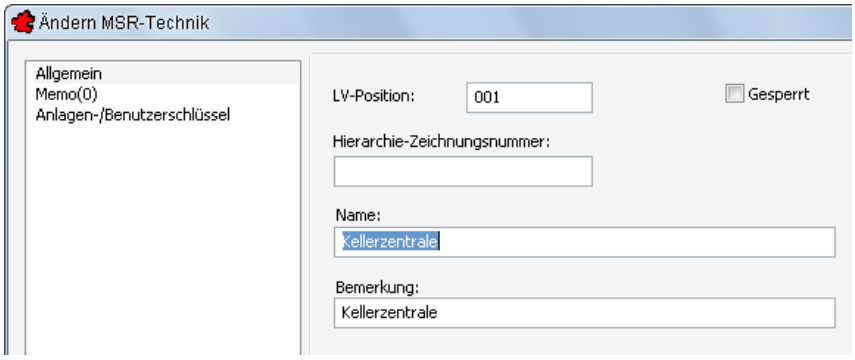

Bild 18.11 – Die Verwaltung der Ebene *ISP*, Rubrik *Allgemein*
- Hier tragen Sie den *Namen* des ersten ISP ein, **Kellerzentrale**. Gleiches führen Sie auch für die *Bemerkung* durch, die in der Funktionsliste als Text eingeblendet wird. Die *LV-Position* hingegen wird automatisch hinzugefügt (Abb. 18.11).